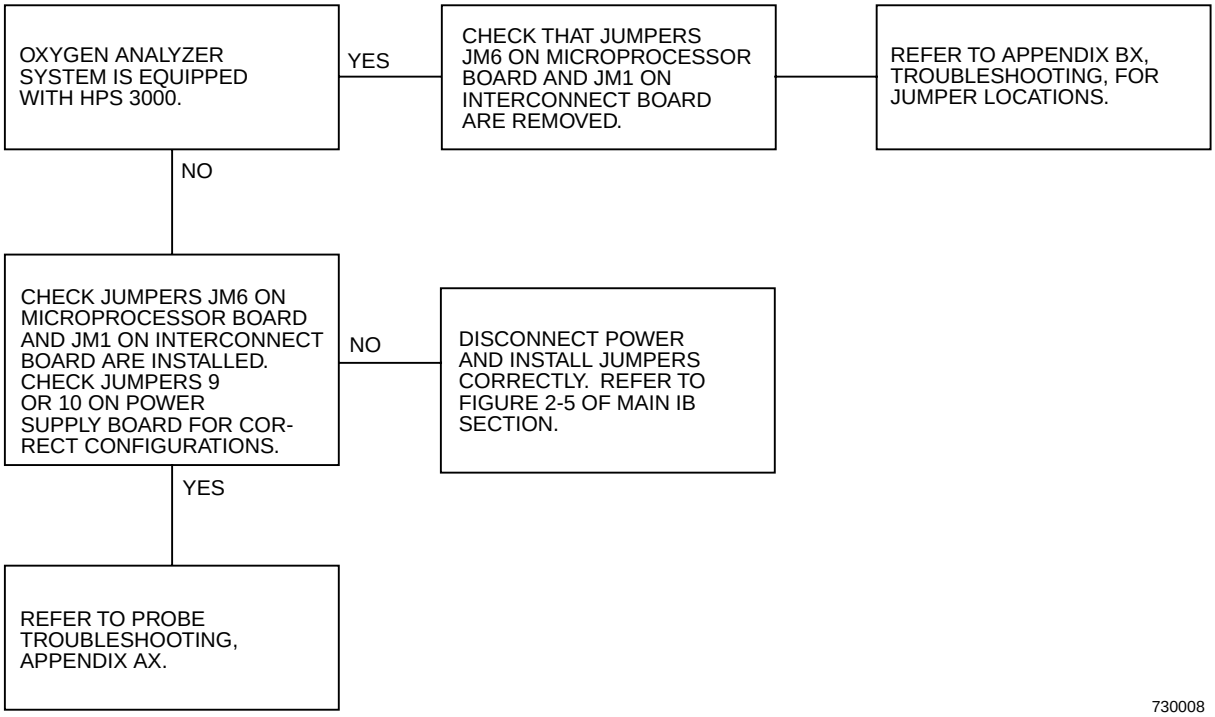

Figure E-4. IFT Troubleshooting Flowchart, #2
2. LED ON - STEADY. Heater system failure; refer to Troubleshooting Flowchart #2 (Figure E-4).